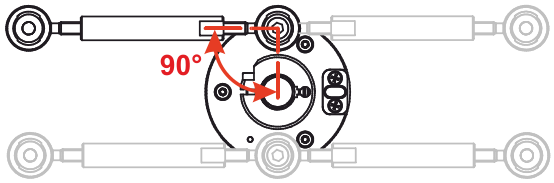

Abbildung 13: Gelenkkopfstab – Montagevarianten
- Zur Befestigung am Mess-System kann die Gelenkstange an eine der beiden M5 Gewindebohrungen im Flansch geschraubt werden. Um das Mess-System optimal zu stützen, muss die Gelenkstange im 90°-Winkel zur Verbindungslinie von Gewindebohrung zum Wellenmittelpunkt montiert werden, siehe Abbildung 13.